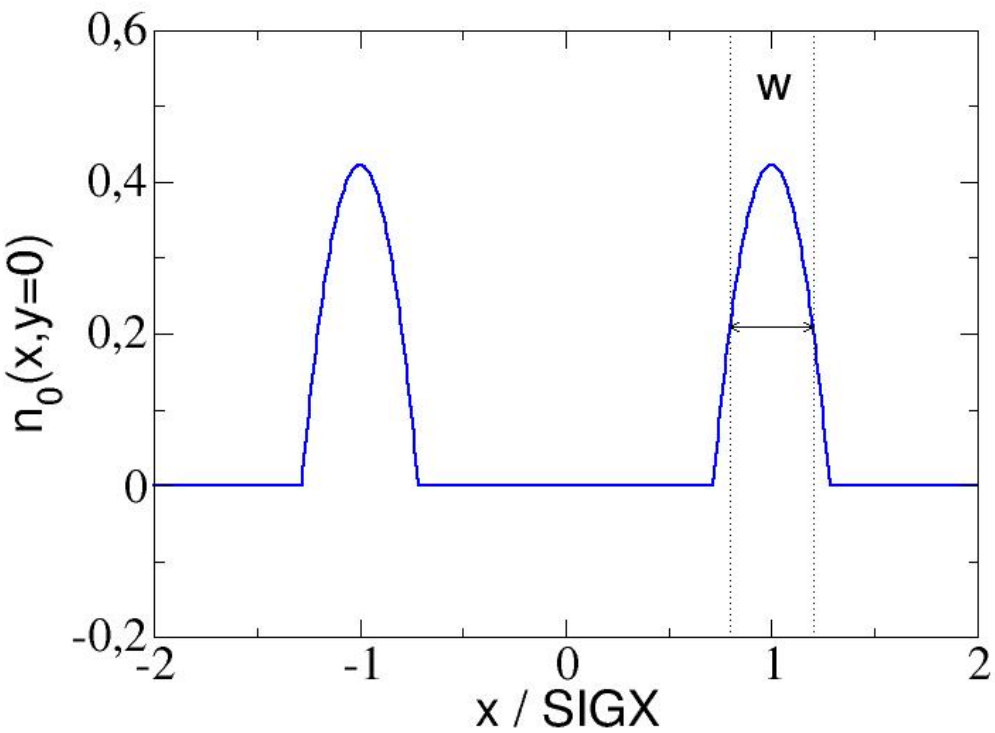

Figure 10.3: Hollow parabolic shape of radial density for beam-beam lens.
- `BBSHAPE=3`: hollow-parabolic shape (see fig.10.3), `SIGX, SIGY`: distance from the centre to the maximum of the parabolic density profile in horizontal, vertical directions.